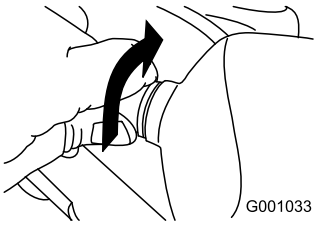

Figur 55
2. Drei lyspærens base mot klokken til den stopper (Figur 55).